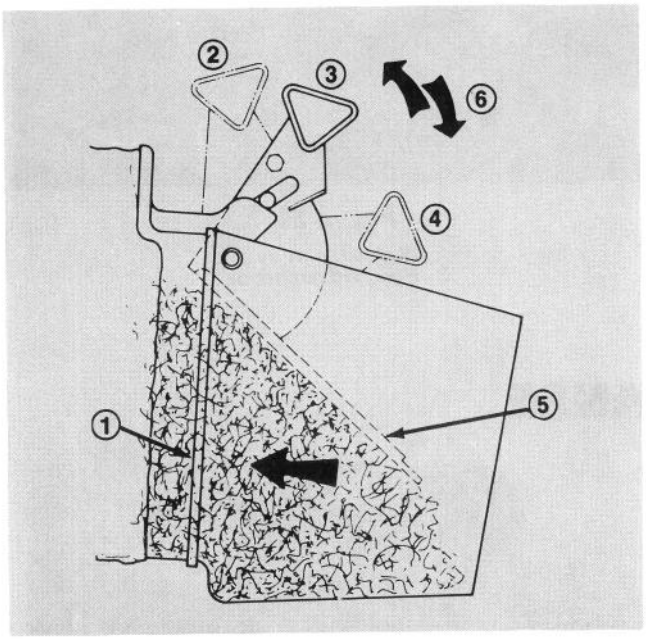

Figure 17
6. To remove bag, stop the engine and move chute door handle forward until pin locks in the latch (Fig. 17). Then, lift rear of bag off rear brackets (Fig. 16), grasp front bag handle and lift straight up (Fig. 18).